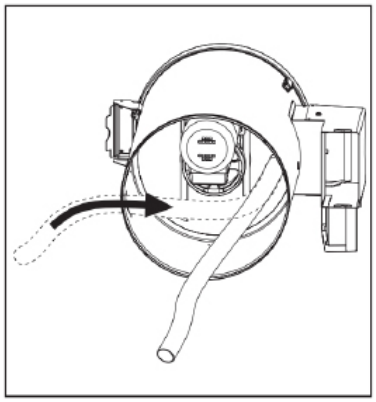

Abb. 11.
- Ziehen Sie den Ablassschlauch aus der hinteren Zylinderöffnung heraus (Abb. 11).